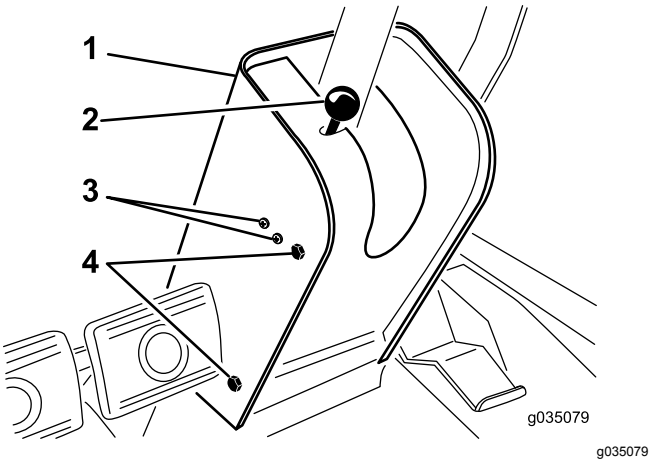

Figur 70
2. Ta bort knoppen från parkeringsbromsspaken och skruvarna från styrkolonnens kåpa (Figur 70).
4. Lossa de skruvar och muttrar som fäster parkeringsbromsbrytaren på vänster sida av styrkolonnen (Figur 70).